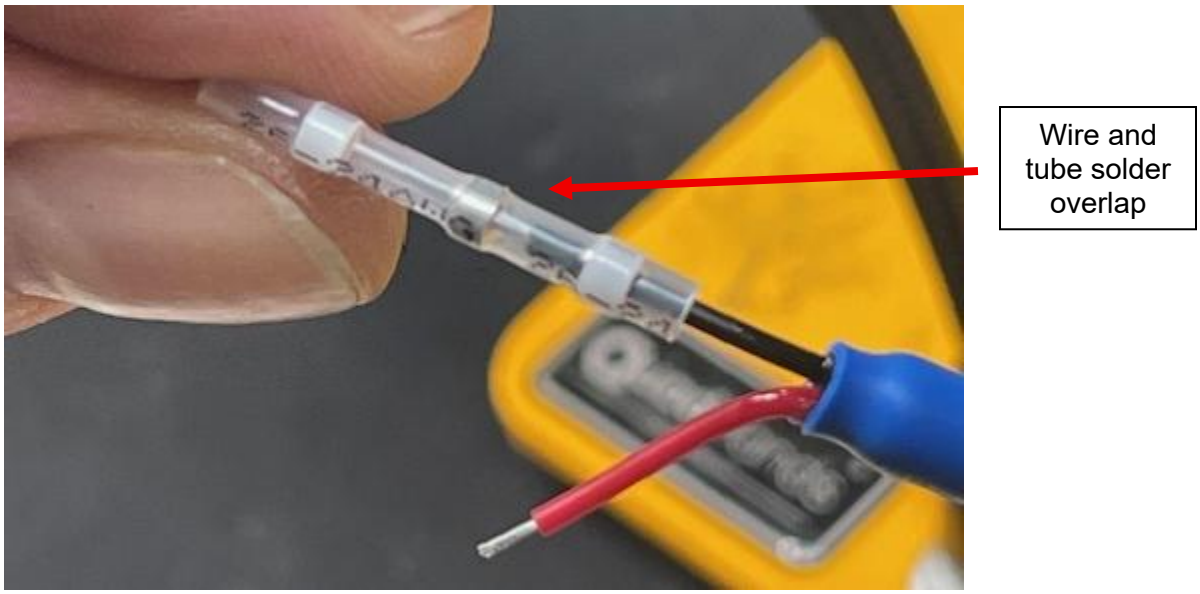

Figure 24 (2-pin connector wire within solder seal wire connector tube)
24. Insert the black wire end of a 2-pin connector into the solder seal wire connector tube so the exposed wire overlaps with the solder ring in the middle of the tube (ref Figure 24)